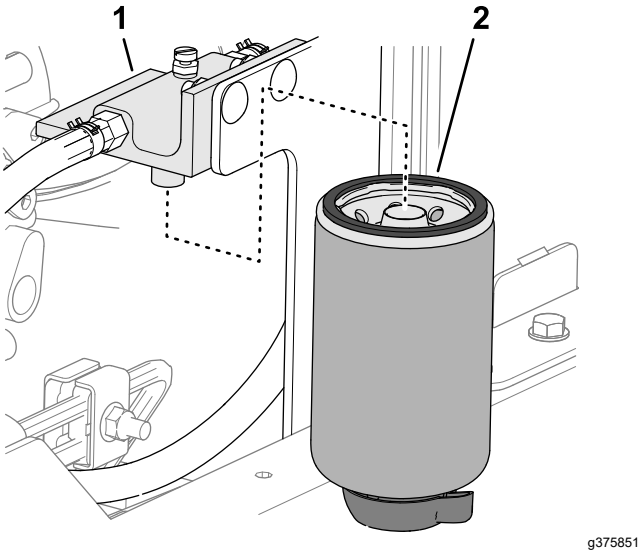

Figura 116
2. Curăai capătul filtrului i recipientul pentru filtrul de combustibil (Figura 116).